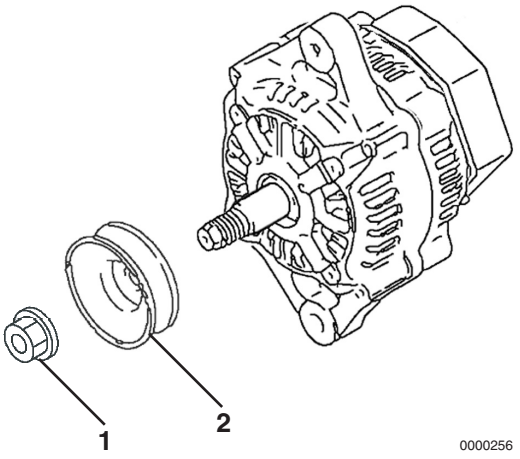

Figure 11-5
1. Remove the nut **(Figure 11-5, (1))** from the shaft of the rotor assembly. Remove the pulley **(Figure 11-5, (2))**.